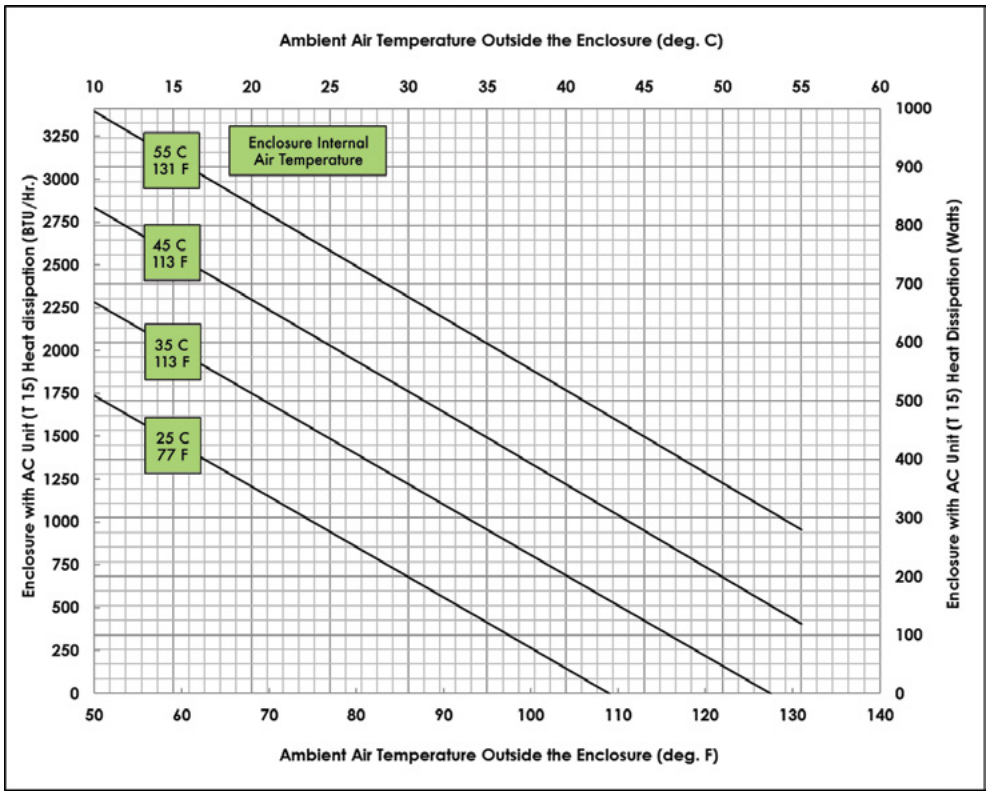

Figure 11:
8. The graph below (Figure 11) provides a heat dissipation guide for a Panduit Z23 enclosure with a T15 air conditioner.